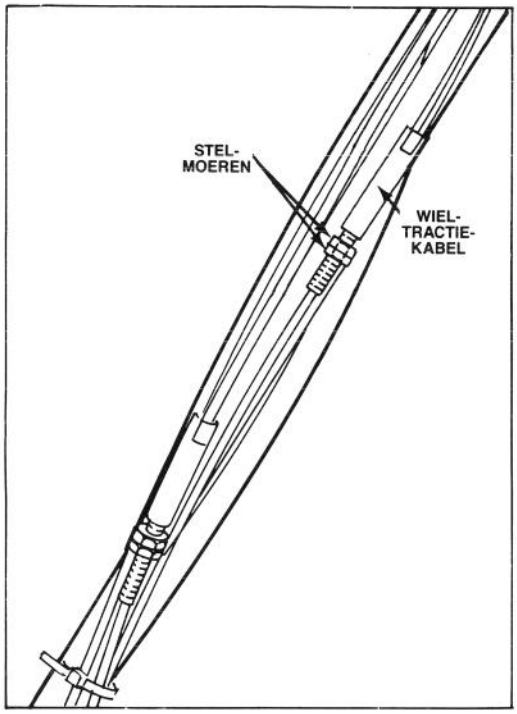

Afbeelding 18
2. Draai de onderste stelmoer van de tractiekabel los (Afb. 18).